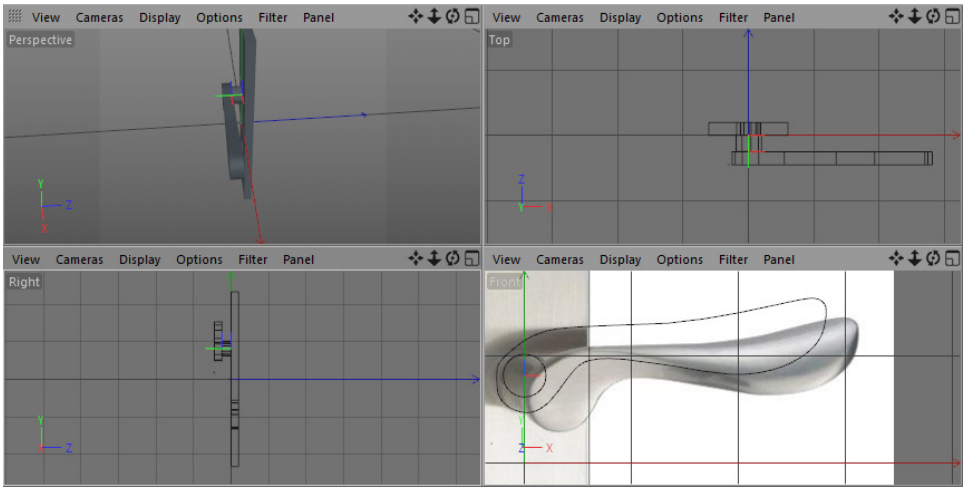

Figure 2-23 *Joint and Joint.1 lofted to create a surface*
12. Press F5; all viewports are displayed. Select *Joint* and *Joint.1* in the Object Manager by using the SHIFT key and then press and hold the left mouse button and drag the cursor on *Loft*; the *Joint* and *Joint.1* are connected to the *Loft* in the Object Manager. Also, a surface is created. Figure 2-23 displays the surface in all viewports.